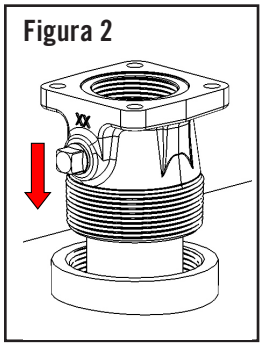

Figura 3
3. Monte la bomba en el adaptador y asegúrese de que el sello y la rejilla se instalen como se muestra (Figura 3).